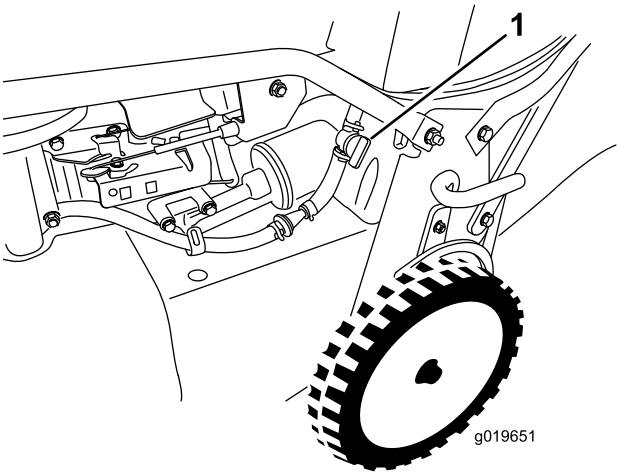

Figur 15
2. Åbn brændstofafbryderventilen (Figur 15).